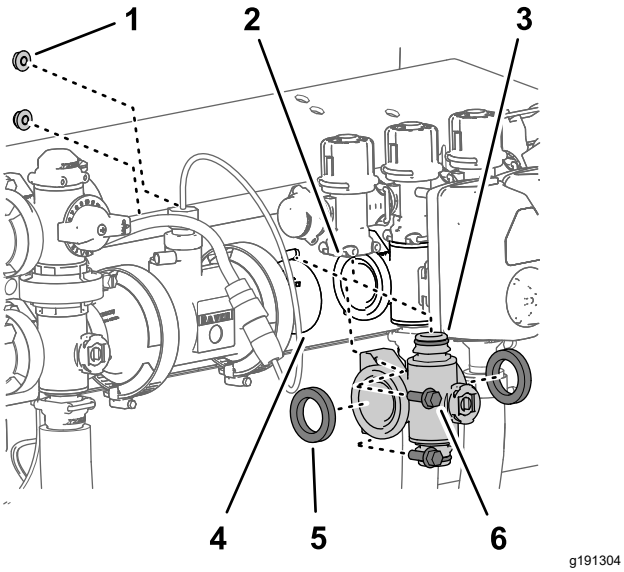

Figur 127
sektionsventilens grenrör vid ventilstödet (Figur 127).
5. Flytta ned sektionsventilens grenrör och packningar för att komma åt sektionsöverströmningsventilen och ta sedan bort den från maskinen (Figur 127).